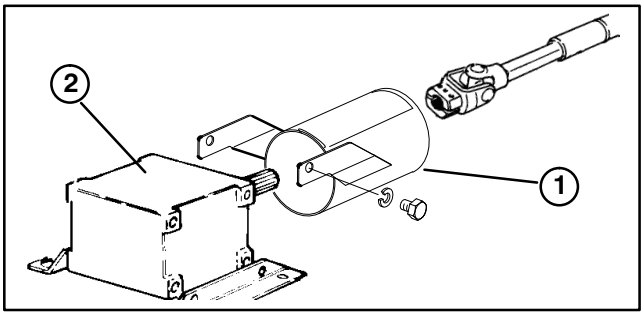

Figure 6
MOUNT PTO SHAFT GUARD AND CONNECT PTO SHAFT TO CUTTING UNIT GEAR BOX (Model 30553 TE Only) (Fig. 6)
1. Remove (2) capscrews and lockwashers securing PTO guard mounting brackets to gearbox (Fig. 6) . Retain fasteners for re−installation.
2. Slide PTO shaft guard onto PTO shaft, positioning guard as shown in figure 6.